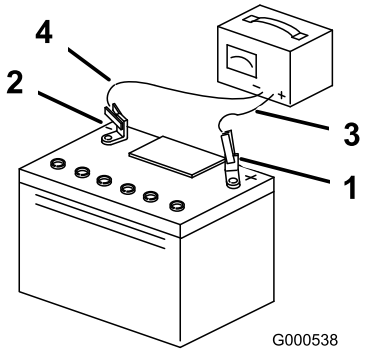

**Figur 45**
3. Når batteriet er helt oppladet, kobler du laderen fra strømuttaket, og deretter laderledningene fra batteripolene (Figur 45).